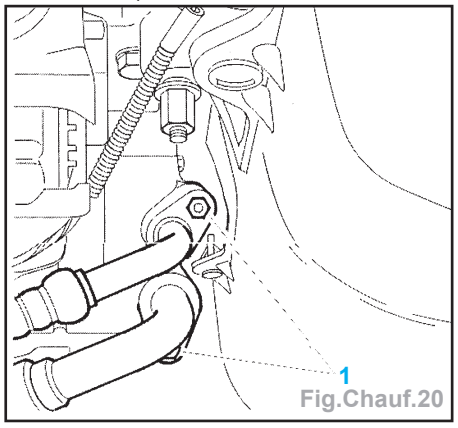

Fig.Chauf.20
- les vis (1) et les raccords sur le compresseur (obturer les raccords) (Fig. Chauf.20).